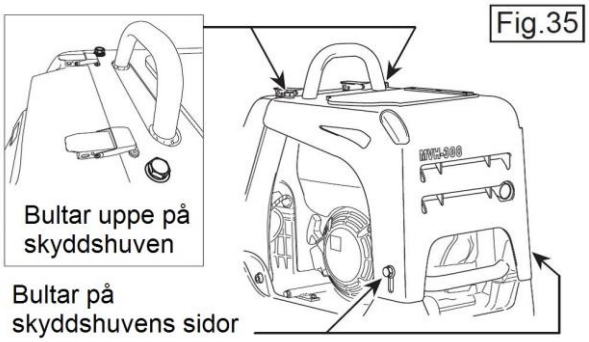

Fig.35
1. Lossa och avlägsna bultarna uppe på den främre skyddshuven. Lossa bultarna på skyddshuvens sidor (utan att avlägsna dem). (Fig. 35)